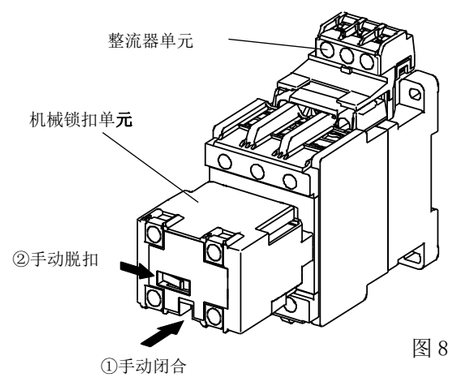

图 8
手动闭合・手动脱扣请按照图 8 的方法进行。
- Do not detach the mechanical latch unit from the contactor. (Fig.8)